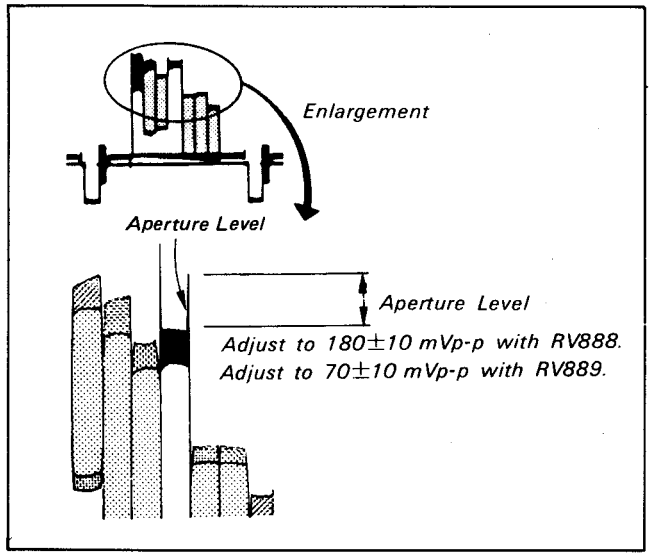

Fig. 1-29
3) By turning RV888 on ED-11 Board, adjust the aperture level between white and magenta at 180±10 mVp-p (see Fig. 1-29).
4) By turning RV889 on ED-11 Board, adjust teh aperture level between white and magenta at 70±10 mVp-p (see Fig. 1-29).